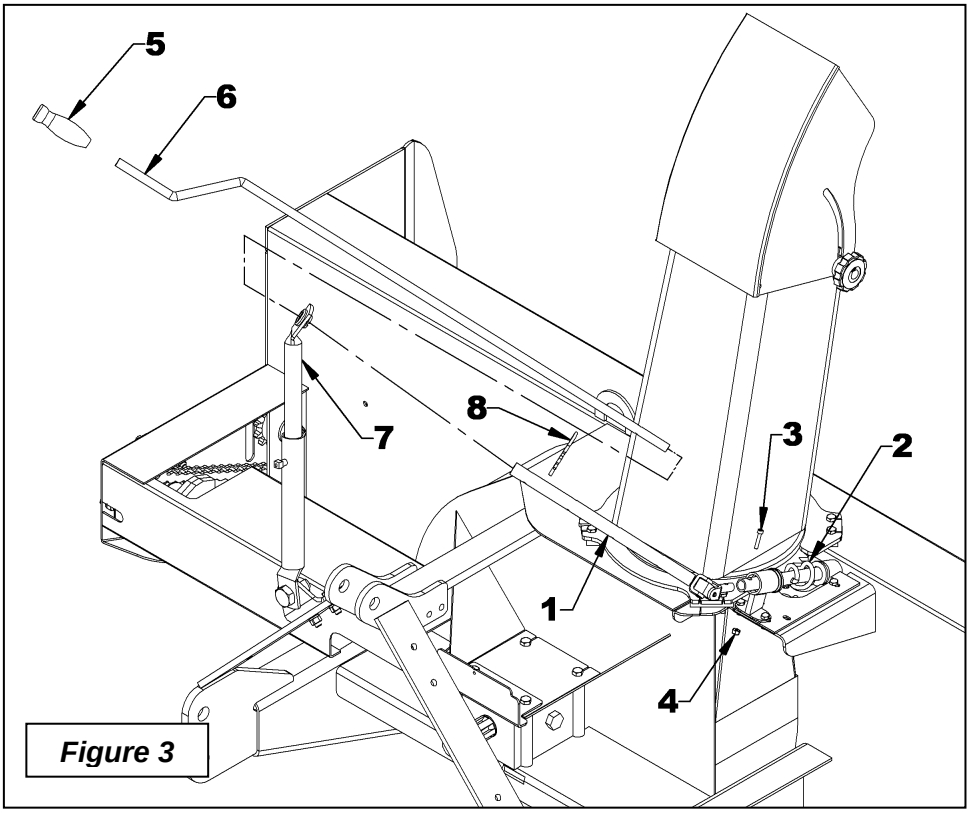

Figure 3
9. **FIGURE 3**: Installer la poignée de plastique (item 5) sur la manivelle (item 6).
10. **FIGURE 3:** Insérer le manchon de rotation assemblé (item 1) dans la spirale de rotation assemblée (item 2). Aligner les trous et insérer une vis à six pans creux 10-24NC x 1'' (item 3) en s'assurant que la vis s'enfonce dans la spirale. Fixer avec un écrou à bague de nylon 10-24NC (item 4). Ajuster la hauteur du support de manivelle selon vos besoins et raccourcir si nécessaire
11. **FIGURE 3:** Insérer la manivelle (item 6) dans le guide et dans le manchon de rotation (item 1). Choisir la longueur désirée, aligner les trous les plus près et fixer avec une goupille en épingle 4mm x 80mm (item 8).
NOTE: Pour assurer le bon fonctionnement de la rotation manuelle, le support de manivelle (**fig.3,** item 7) doit être positionné le plus près possible du point d'attache supérieur tout en s'assurant qu'elle n'entre pas en contact avec le siège de l'opérateur lorsque la souffleuse est relevée au maximum.